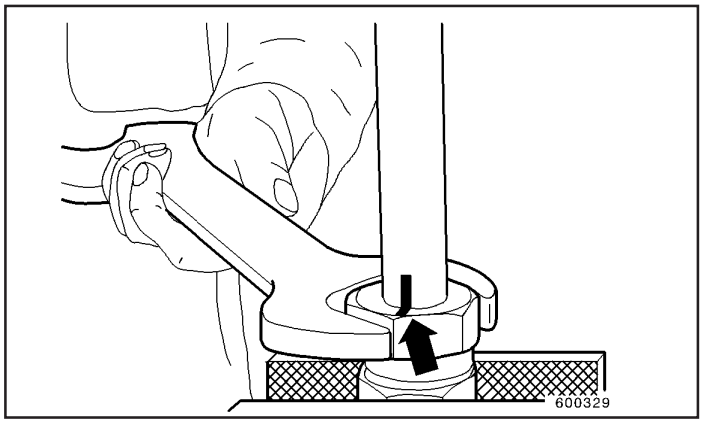

Fig.9
6. Faça marcações com giz tanto na porca de união quanto no tubo (Fig. 9) de modo que a montagem possa ser mais facilmente verificada.